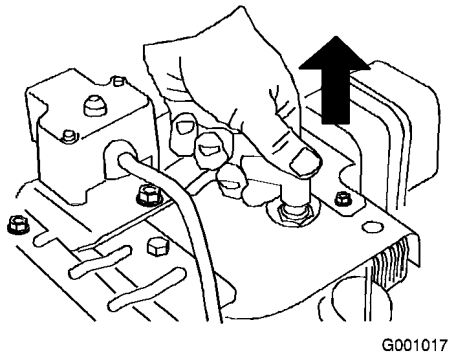

Figur 34
3. Koble fra tennpluggledningen (Figur 34).